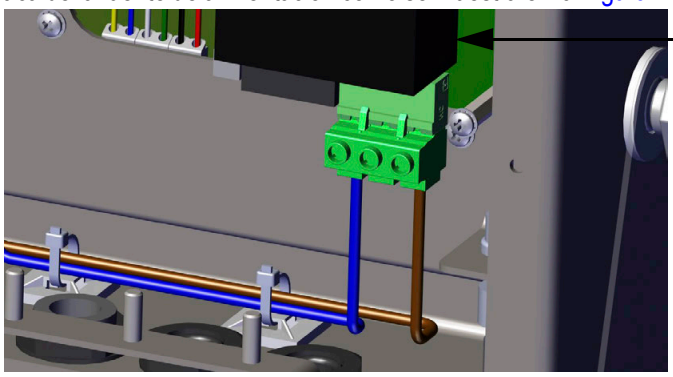

*Figura 2-20. Conexión del cableado de CA*
1. Tienda el cable por el prensacables (no incluido), consulte la Figura 2-20.
3. Tienda los otros dos hilos por la parte posterior del indicador y conéctelos al conector de tres clavijas (N.º de ref. 152334) que se conecta a la placa de la fuente de alimentación como se muestra en la Figura 2-20 y la Tabla 2-3 en la página 23.